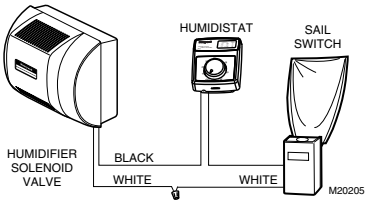

**Fig. 13. Câblage des appareils.**
**5.** Presser ensemble les côtés du fil métallique. Introduire l'ailette dans la gaine. (En position Off, l'ailette doit pointer dans la direction du flux d'air comme à la Fig. 13.)
Câbler l'électrovanne de l'humidificateur, l'interrupteur à ailette, l'humidistat et le transformateur. Voir la Fig. 13.